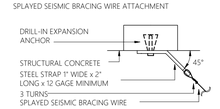

FIGURE 6b
- SEISMIC SPLAY WIRES SHALL BE ATTACHED TO THE GRID AND TO THE STRUCTURE IN SUCH A MANNER THAT THEY CAN SUPPORT A DESIGN LOAD OF NOT LESS THAN 200 POUNDS OR THE ACTUAL DESIGN LOAD, WITH A SAFETY FACTOR OF 2, WHICHEVER IS GREATER (FIGURE 6b). SOURCE: CISCA ZONES 3-4